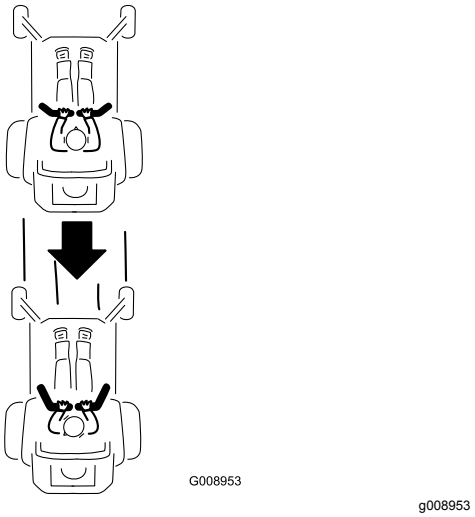

Figur 15
2. För att köra bakåt ser du efter bakom dig samtidigt som du långsamt för rörelsereglagespakarna bakåt (Figur 15).
Du kör rakt genom att trycka lika mycket på båda rörelsereglagespakarna (Figur 15).